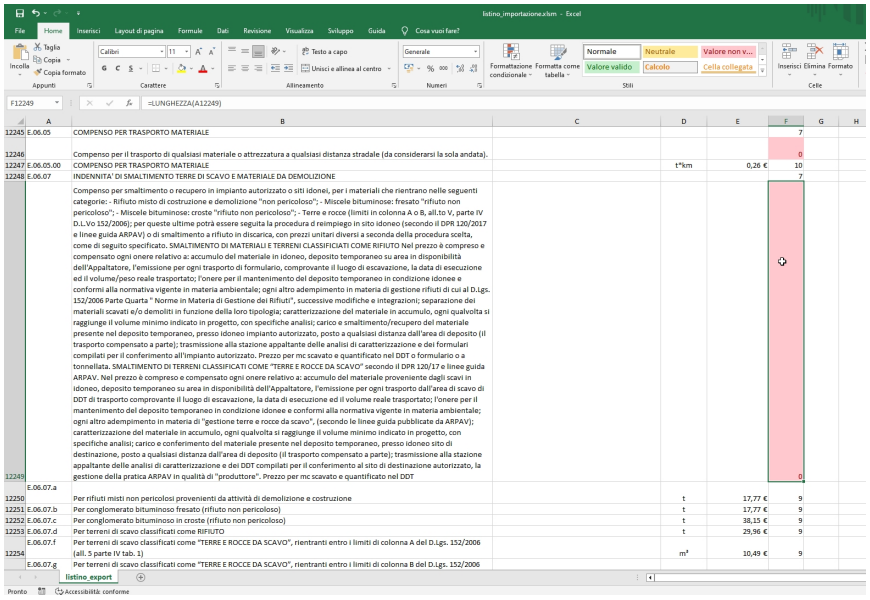

Figura 28: Cella con valore zero
- Selezionare una cella della colonna "lunghezza del codice" con valore pari a zero. Figura 28;